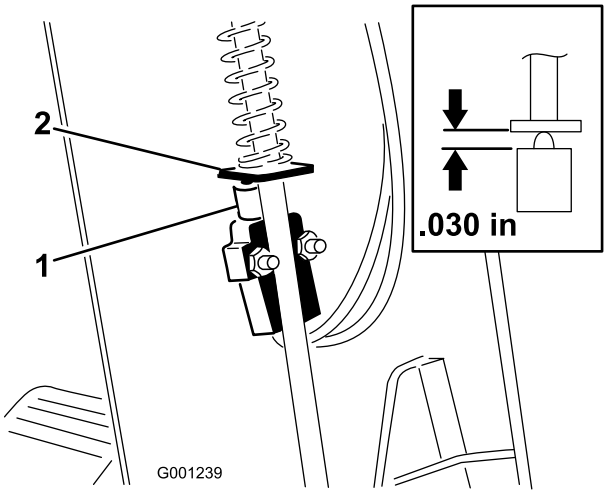

Figuur 62
3. Schuif de kap omhoog langs de stuuras zodat de parkeerremschakelaar zichtbaar wordt (Figuur 62).
5. Houd de peddel van de parkeerremstang recht voor de plunjer van de schakelaar (Figuur 62)
6. Duw de parkeerremhendel omlaag en zet de schakelaar omhoog totdat de lengte van de samengedrukte plunjer van de schakelaar 0,762 mm is (Figuur 62, inzet). Dit is de afstand tussen de peddel van de parkeerremstang en de behuizing van de plunjer van de schakelaar.